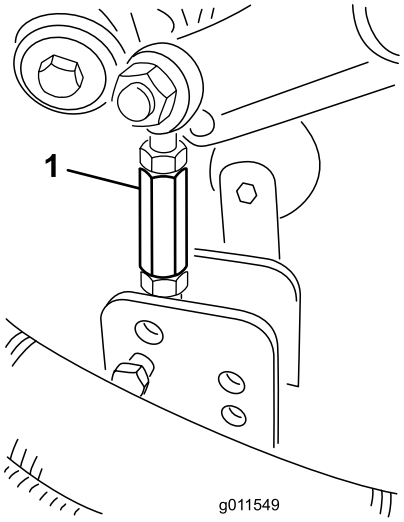
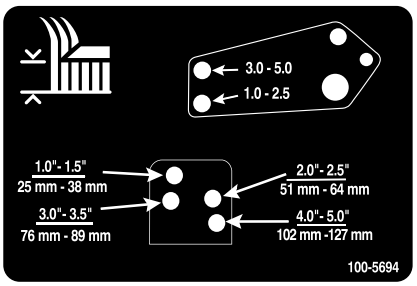

Figur 25
Figur 26
8. Ta bort de hårnålssprintar och sprintbultar som håller fast motviktslänkarna på klippenhetsfästena (Figur 25). Rikta in motviktslänkarnas hål efter de fästhål för klipphöjdsinställning som valts i klippenhetens ram (Figur 26), sätt i sprintbultarna och montera hårnålssprintarna.